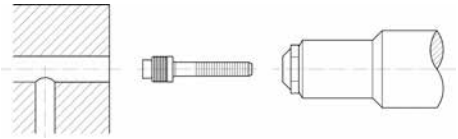

Bild 1
- Dichtstopfen in das Werkzeug einführen, wobei die Hülse auf dem Werkzeugkopf aufliegen soll (Bild 1).